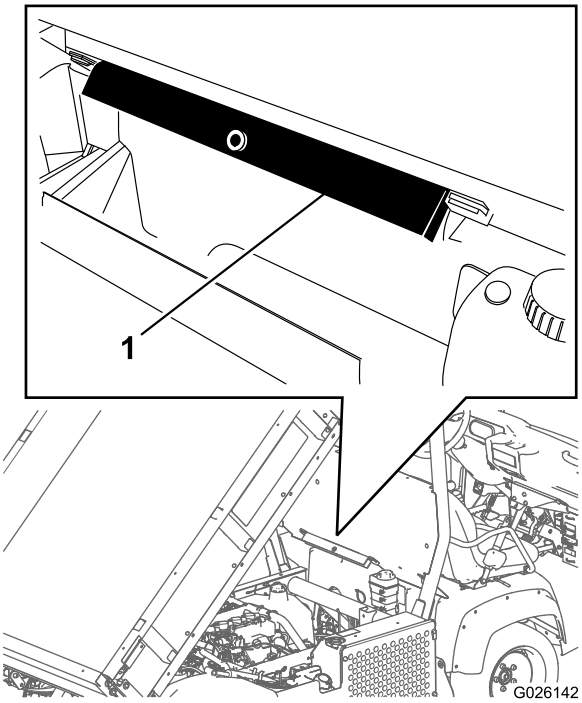

**Figur 31**
2. Fjern ladstøtten fra opbevaringsbeslagene bag på styrtbøjlepanelet (Figur 31).